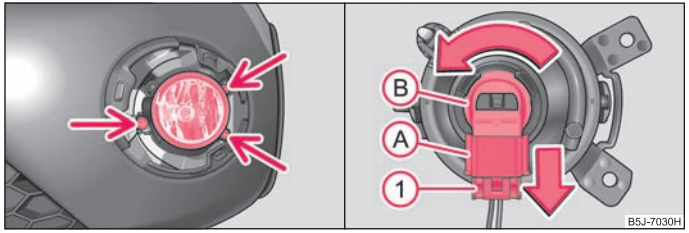

Fig. 173 Paragolpes delantero: Faro antiniebla / cambio de bombilla
- Quite los tornillos con ayuda del destornillador*, parte integrante de la herramienta de a bordo[16] ⇒ fig. 173 - lado izquierdo.
- Gire el fusible (1) ⇒ fig. 173 del conector (A) y quite el conector del portalámparas (B).
- Gire el portalámparas (B) con la bombilla hacia la izquierda, hasta al tope, y retírelo.
- Conecte el conector (A) en el portalámparas (B).